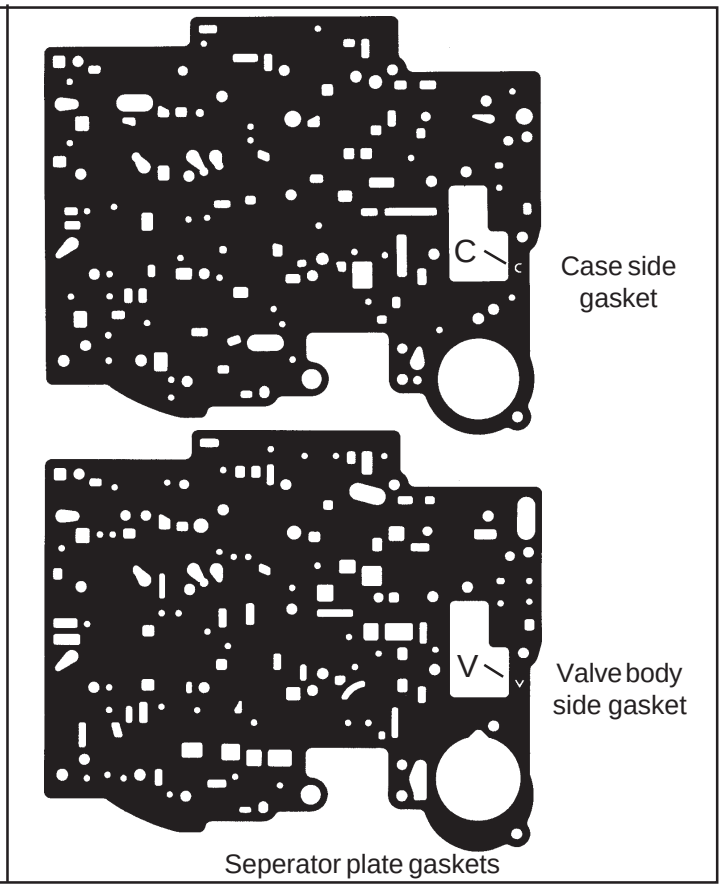

Figure 9
STEP 12. Place the new separator plate gaskets on the separator plate **(See Fig. 9.)** Use a dab of grease or petroleum jelly to help hold the gaskets to the plate. The gasket with the **'C'** cut in it goes next to the **case** and the gasket with the **'V'** cut in it goes next to the **valve body**. Make sure no holes in the separator plate are **covered** by the gasket.